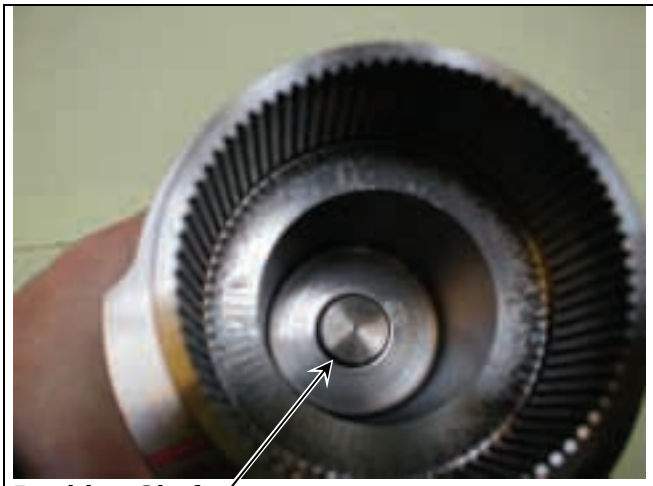

**Figure 39: Position Shaft and Spline Shaft**
2. Slide the position shaft into the spline shaft as shown in Figures 39 and 40.